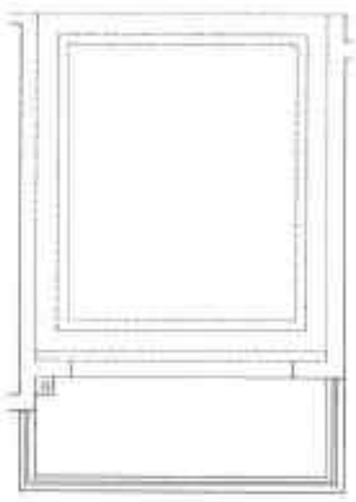

图19-63 偏移矩形
Step 10 执行“矩形”命令，捕捉客厅区域对角点，绘制矩形。执行“偏移”命令，分别向内偏移 300mm 和 150mm，如图 19-63 所示。